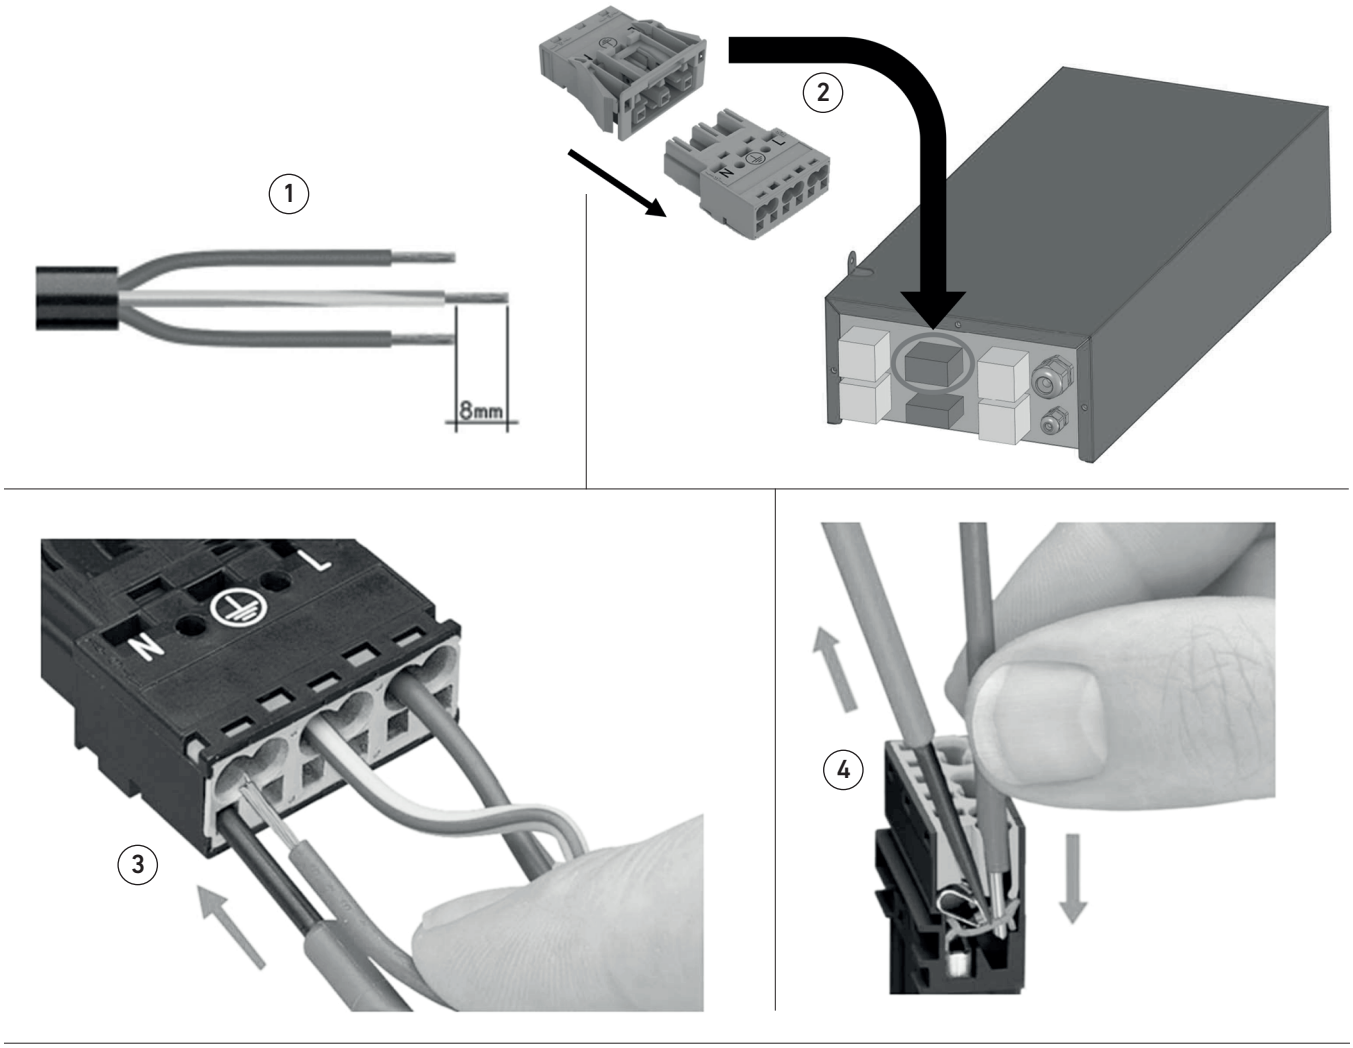

fig. 18
- Provide a suitable electrical cable for the equipment., stripping the external insulation of about 55 mm, strip the phase (L), neutral (N) and ground (⏚) cables of about 8 mm, leaving the earth cable slightly longer than the other two (fig. 18 part. 1);
- Disconnect the 3-pin male connector from the female connector as indicated in fig. 18 part. 2, use a shear screwdriver with a blade length of about 2,5 mm to open the clamp of the connector and insert the stripped cable into the appropriate cavity (phase in L, neutral in N and ground in ⏚) until a stop (fig. 18 part. 3);
- Remove the screwdriver to close the clamp of the connector and make sure that the cable has been secured correctly trying to pull it slightly (Fig. 18 part. 4), if the fastening is correct the bare parts of the cable must not slip out of the connector seat;